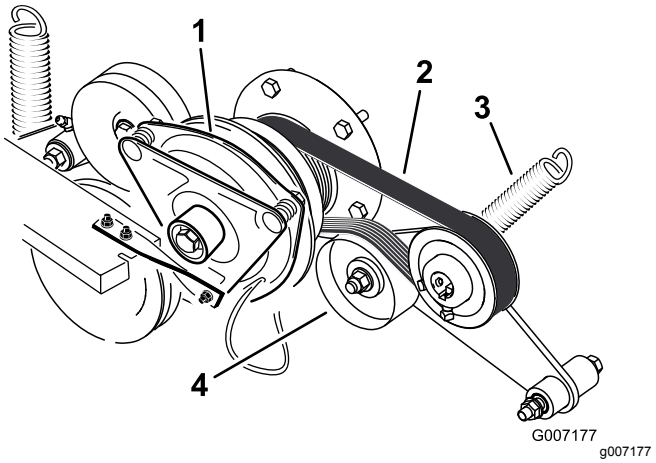

Figur 73
3. Ta bort fjädern från mellandrevsarmen (Figur 73).
4. Montera den nya remmen runt motorns och hydraulpumpens remskiva (Figur 73).
6. Montera fjädern på remskivearmen (Figur 73).